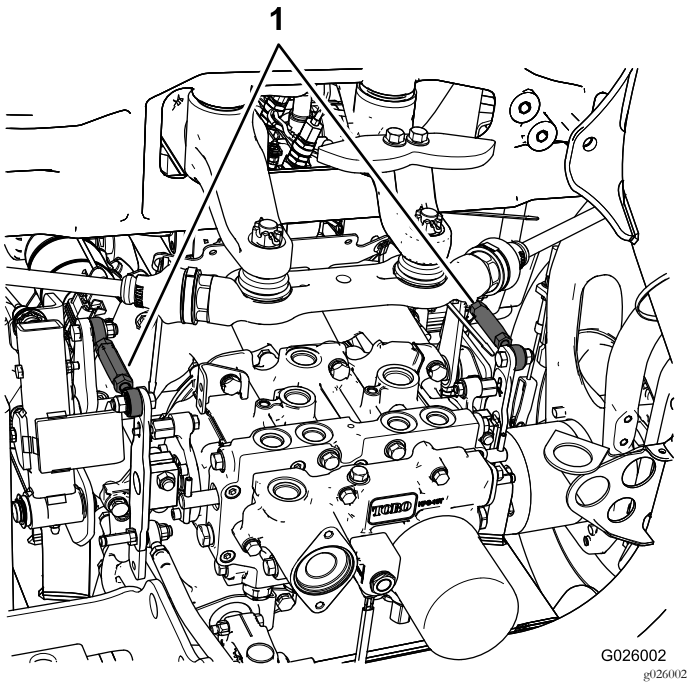

Figura 9
- Se la ruota posteriore sinistra gira, allentate i controdadi sull'asta di comando della trasmissione sinistra (Figura 9).